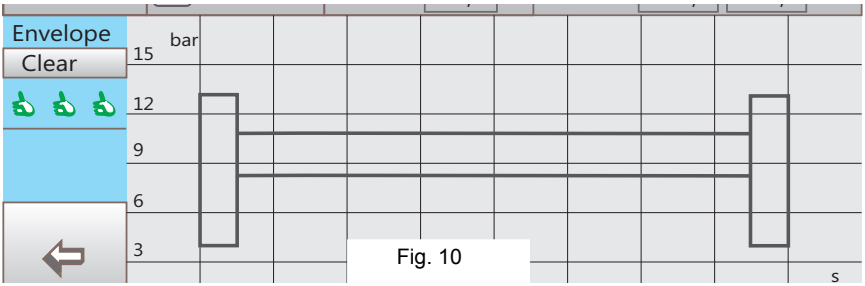

Fig. 10
- Start a dosing process which is depicted by the pressure gradient (9) determined by the pressure sensor.
- Start a second and a third dosing process. An acknowledgement (11) is shown for each dosing process. When the third dosing process has been recorded, the envelope is saved and depicted graphically (see Fig. 10).